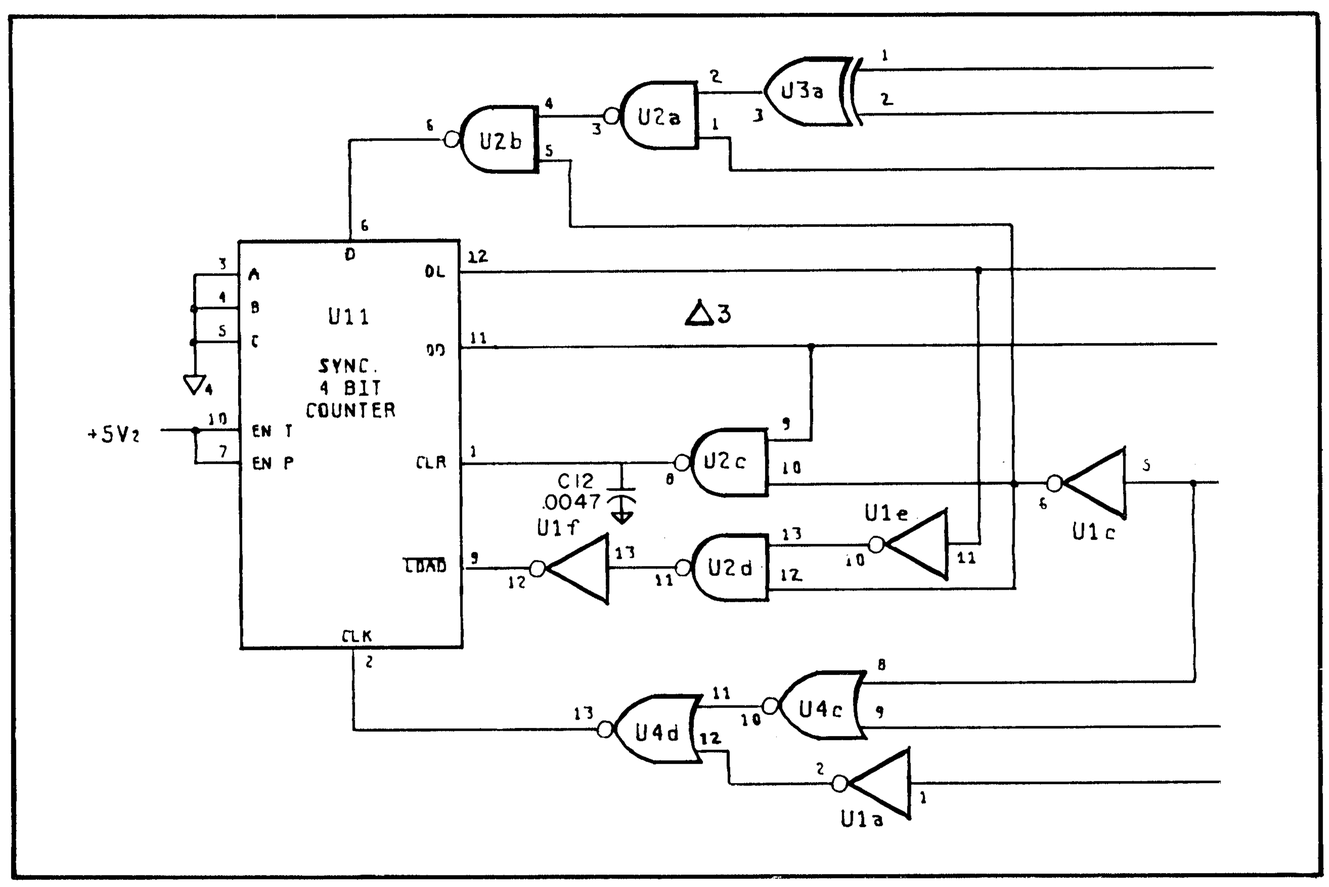

Figure 7-2. Change #3 on Schematic 8
1. Delete A30U25a from the schematic, as shown in Figure 7-2.
2. Connect a .0047μF capacitor (A30C12) from pin 1 of A30U11 to ground, as shown in Figure 7-2.